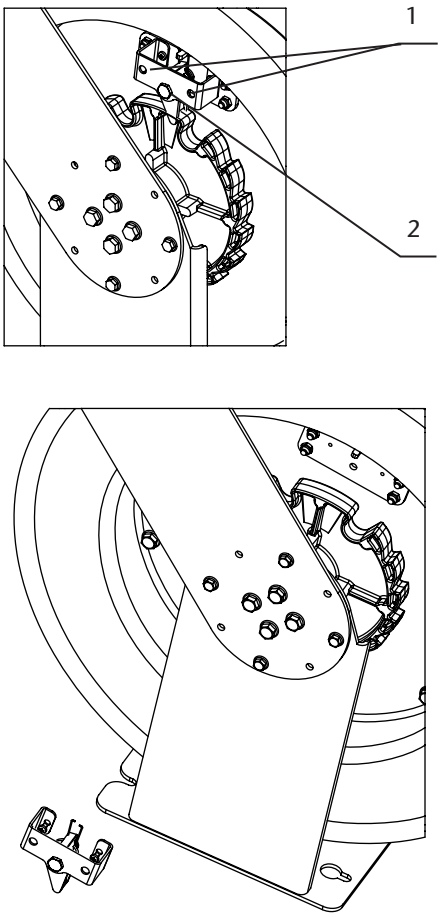

Fig. 6
1. With the hose fully wound on the spool and the hose stopper touching the rollers, remove the screws (1) (fig. 6).
2. Unscrew the ratchet shaft (2) and remove the ratchet assembly.
1. Con la manguera enrollada y el tope de manguera apoyado en los rodillos de salida, desenrosque los tornillos (1) (fig. 6).
2. Desenrosque el eje de trinquete (2), y retire el conjunto de trinquete.
1. Avec le flexible complètement enroulé sur l'enrouleur et la butée de blocage du flexible touchant la sortie à galets, enlevez les vis (1) (fig. 6).
2. Dévissez la tige du cliquet (2), et retirer le mécanisme.
1. Lösen Sie die Schrauben (1) bei eingezogenem Schlauch, wobei der Schlauchstopper auf den Schlauchführungsrollen aufsitzt (Abb. 6).
2. Lösen Sie das Sperrklinkenlager (2) und ziehen Sie das komplette Bauteil ab.